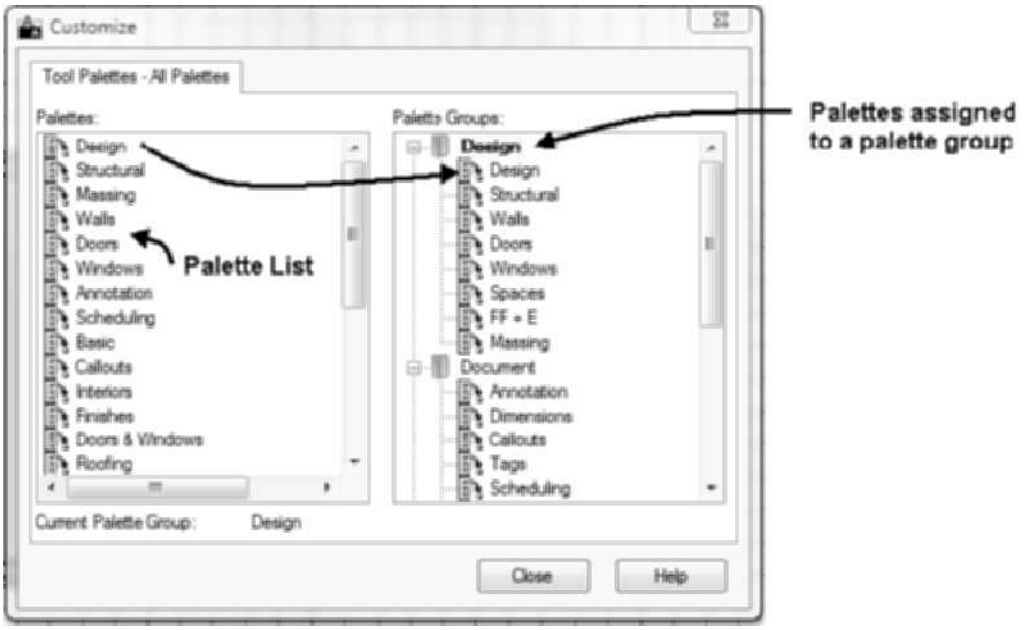

FIGURE 1.23 *Assigning palettes to a palette group in the Customize dialog box*
13. To view the palette settings, right-click the tool palette title bar and choose **Customize Palettes** from the shortcut menu. The palettes of the palette groups are shown in the right window in Figure 1.23. You may choose a palette shown in the left window and drag the palette to the right window to assign that palette to a group.